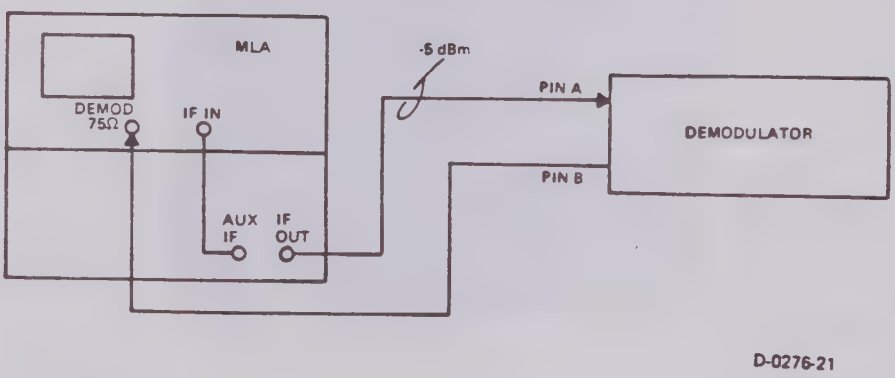

Figure 5. Linearity Test Setup
c. Set the equipment as shown in figure 5. Set the MLA to measure demodulator IF to baseband linearity and group delay. The IF level into the demodulator is -5 dBm. Set the BB power attenuator on the 3702 to 30 dB. Adjust the demodulator BB LEVEL control to zero the BB level meter on the 3702. Set the sweep width of the MLA to display 70 ±10 MHz and calibrate the baseband display for 10%/div linearity and 1 ns/div group delay.